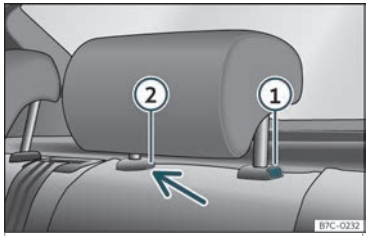

Abb. 99 Kopfstützen hinten: Ausbau.
• Drücken Sie die Taste ››› **Abb. 99** ① und gleichzeitig mit einem Schlitzschraubendreher (Breite max. 5 mm) in die Öffnung der Verriegelung ② und ziehen Sie die Kopfstütze heraus.